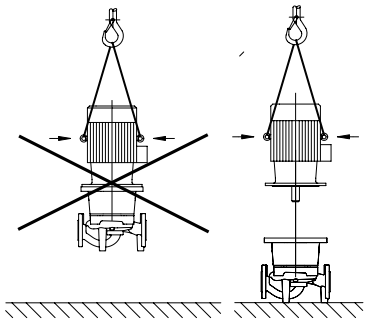

Рис. 35: Транспортировка электродвигателя
- **Проушины для транспортировки на электродвигателе служат только для транспортировки электродвигателя, транспортировка всего насосного агрегата с их помощью недопустима (Рис. 35).**